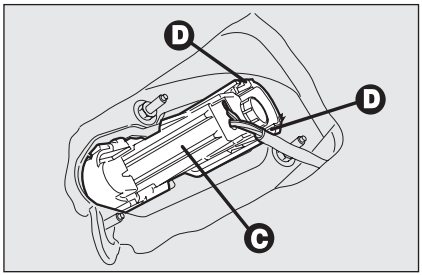

fig. 38 A0E0040m
- ❒ saque el grupo portalámpara **C-fig. 38** tirando de las lengüetas de fijación **D**.
- ❒ vuelva a montar el grupo portalámparas fijándolo correctamente en su posición mediante las lengüetas de fijación **D-fig. 38**;